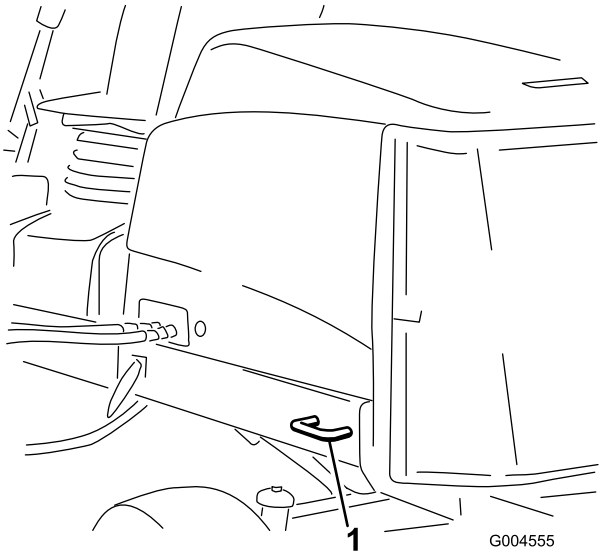

**Figur 41**
- Bag – på begge sider af maskinen på bagstellet (Figur 41).